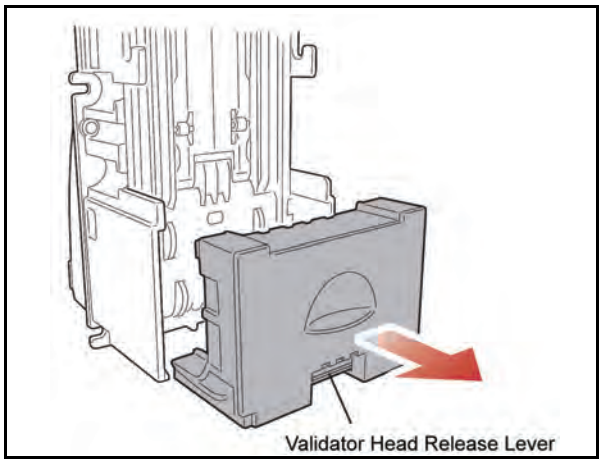

Figure 4-2 Lower Guide Removal
2. Lift the Validator head release lever and pull out the Lower Guide following the arrows directional path indicated in Figure 4-2.